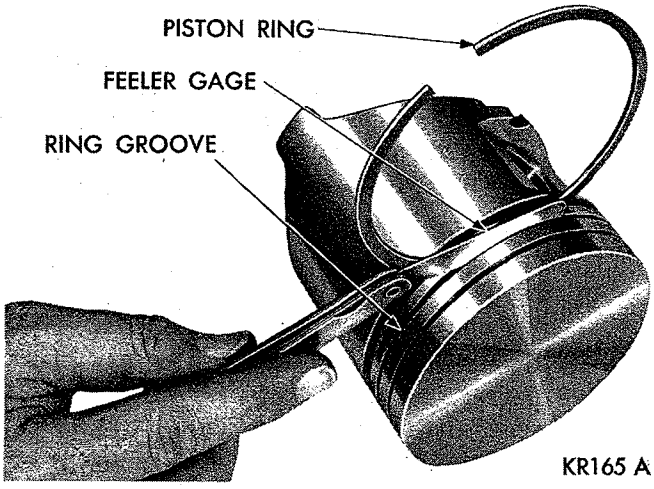

***Fig. 41—Measuring Piston Ring Clearance***
(1) Measure piston ring gap about two inches from bottom of cylinder bore in which it is to be fitted. (An inverted piston can be used to push rings down to insure positioning rings squarely in cylinder wall before measuring.)
(2) Insert feeler stock in the gap. Ring gap should be between .013 to .052 inch for the compression rings and .015 to .062 inch for the oil ring steel rails in standard size bores. Maximum gap on .005 inch O/S bores should be .060 inch for compression rings and .070 inch for the oil ring steel rails.
(3) Measure side clearance between piston ring and ring groove (Fig. 41). Clearance should be .0015 to .003 inches for the top compression ring and intermediate ring. Steel rail service oil ring should be free in groove, but should not exceed .005 inch side clearance.